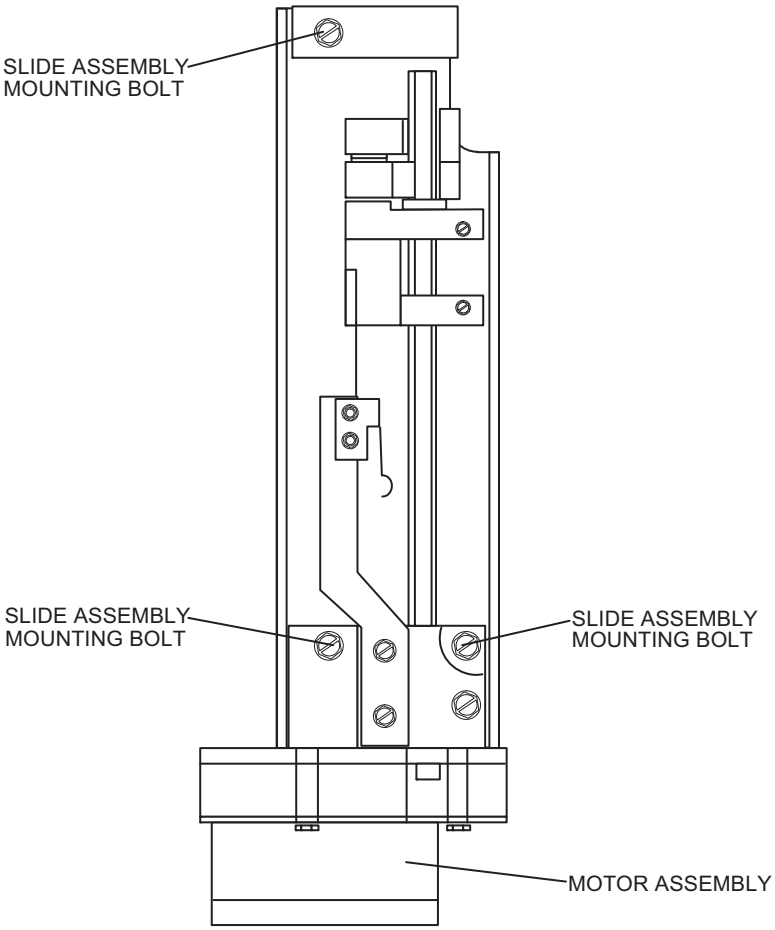

Figure 7-20. Location of Slide Assembly Mounting Bolts
6. Using a 5/16 nutdriver, remove the three screws that attach the slide assembly to the front case *(see Figure 7-20)*.
To replace the slide assembly, see *Figure 7-20*, then proceed as follows:
To replace the slide assembly, see *Figure 7-20*, and proceed as follows: